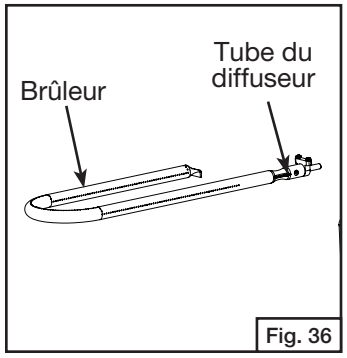

Fig. 36
7. Assurez-vous que les attaches de l'orifice sont à l'intérieur du tube du diffuseur, resserrez ensuite toutes les vis autofileteuses. (Fig. 36)